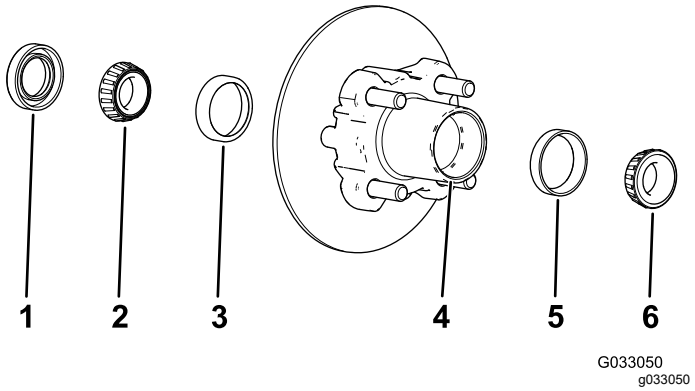

Figur 30
1. Fjern det udvendige leje og lejeløberingen fra navet (Figur 30).
2. Fjern forseglingen og det indvendige leje fra navet (Figur 30).
5. Rengør navets fordybning for alt smøremiddel, snavs og tilsmudsning (Figur 30).
7. Fyld navets fordybning 50 til 80 % med det anførte smøremiddel (Figur 30).
8. Monter det indvendige leje på lejeløberingen på den indvendige side af navet, og monter forseglingen (Figur 30).